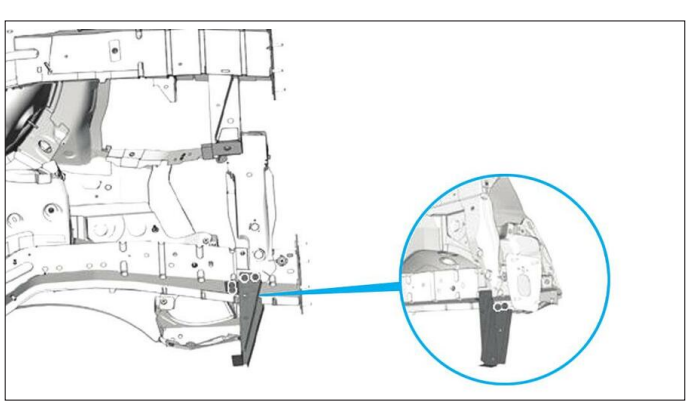

**FIG. 22**
• Souder par points bouchons **(Fig.22)**.